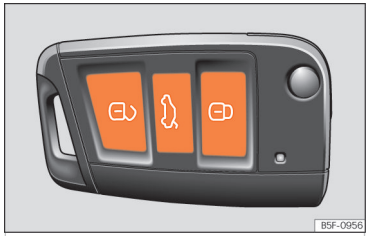

Abb. 49 Funkschlüssel: Tasten
- Verriegeln: Drücken Sie die Taste ››› (Abb. 49).